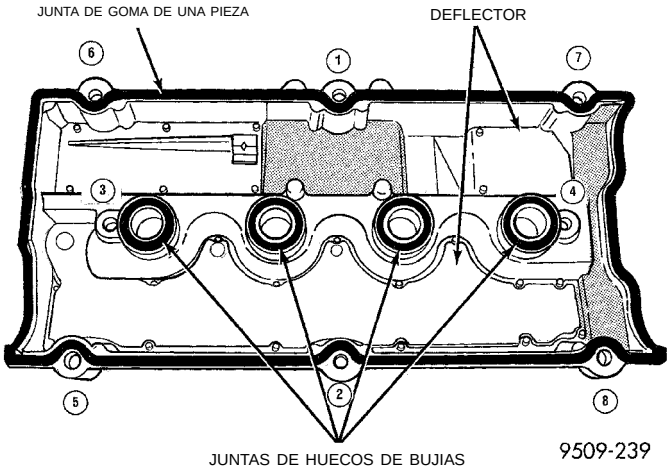

Fig. 21 Tapa de culata de cilindrosy junta
(2) Retire los dispositivos de fijación de la tapa de culata de cilindros (Fig. 21).
(3) Retire la tapa de la culata de cilindros.
(2) Aplique sellante adhesivo de caucho siliconado Mopar a las esquinas de la tapa del árbol de levas y a los bordes superiores de la junta semicircular.
(3) Instale el conjunto de la tapa de culata en la culata de cilindros y apriete los dispositivos de fijación en la secuencia que se muestra en la (Fig. 21). Utilice el método de torsión en tres pasos:
(4) Instale el conjunto de bobina de encendido. Apriete los dispositivos de sujeción con una torsión de 12 N·m (105 lbs. pulg.).